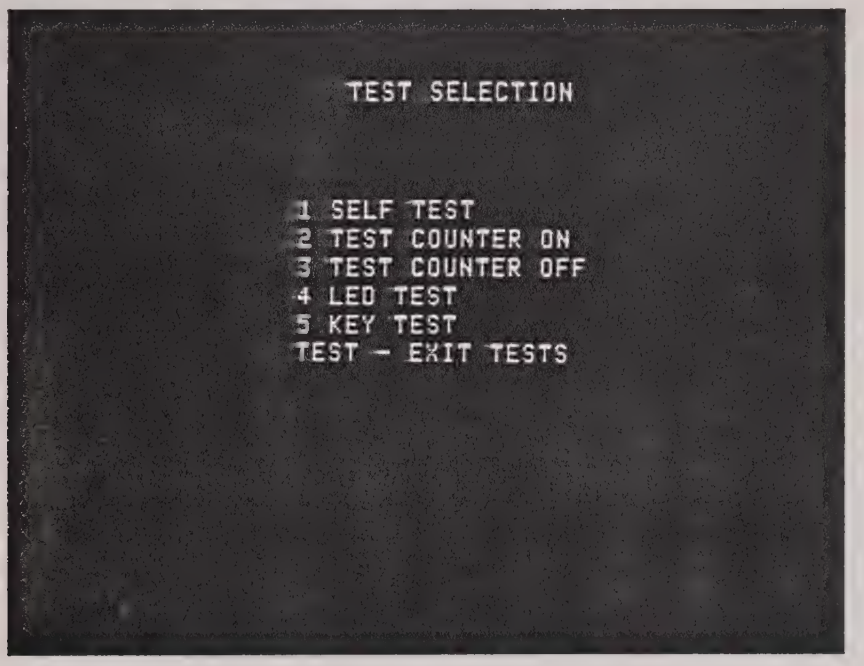

Figure 4.14 - Test Selection Menu Display
4.12.2 **Test Key** - refer to Figure 4.14 below which shows the **TEST SELECTION** menu display. Press the **TEST** key to call up this **TEST SELECTION** menu. Then to initiate a specific Self-Check listed in the menu, simply press the corresponding **ENTRY** key (1-5).